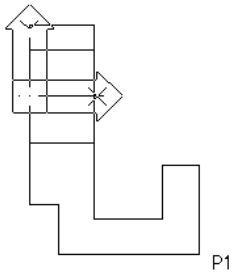

Fig. 4.13
4. Trasăm în continuare axa şi generatoarele găurii. Pentru rapiditate este mai comod poziționarea originii în centrul acesteia (fig. 4.13).
5. Revenim cu originea în punctul (P1 - fig. 4.13) pentru ca apoi, prin translația acesteia (folosindu-ne de grilă), să putem alege punctul de început pentru trasarea